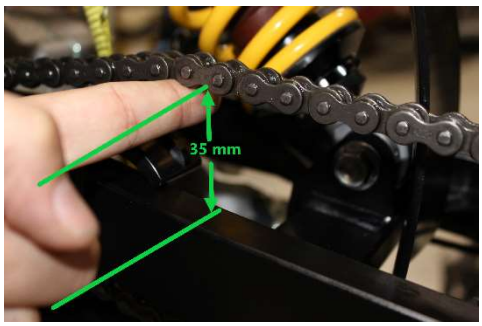

Figure 2
2. A properly adjusted chain will have 35mm (1.368”) free movement behind the chain block with no load on the bike. (figure 2)